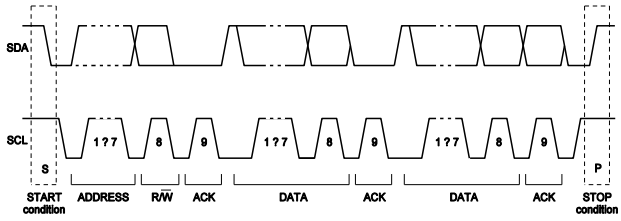

Figure 10: Complete Data Transfer
Data transfers follow the format shown in Figure 10. After the start condition (S), a slave address is sent. This address is 7 bits long followed by an eighth bit data direction bit (R/W). A zero indicates a transmission (write), and a one indicates a request for data (read). A data transfer is always terminated by a stop condition (P) generated by the master. However, if a master still wishes to communicate on the bus, it can generate a repeated start condition (Sr) and address another slave without first generating a stop condition.